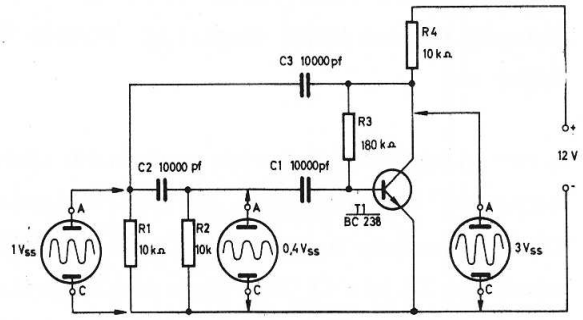

Abb. 77
Man benötigt nicht unbedingt eine Spule (L) und einen Kondensator (C) als frequenzbestimmende und phasenumkehrende Bauelemente, um einen Sinusgenerator aufzubauen. Auch die Schaltung nach Abb. 77 stellt einen Generator dar. Er ist sehr frequenzstabil. Wenn 3 Kondensatoren (C1, C2, C3) und 2 Widerstände (R1, R2), die untereinander in ihren Werten gleich sein